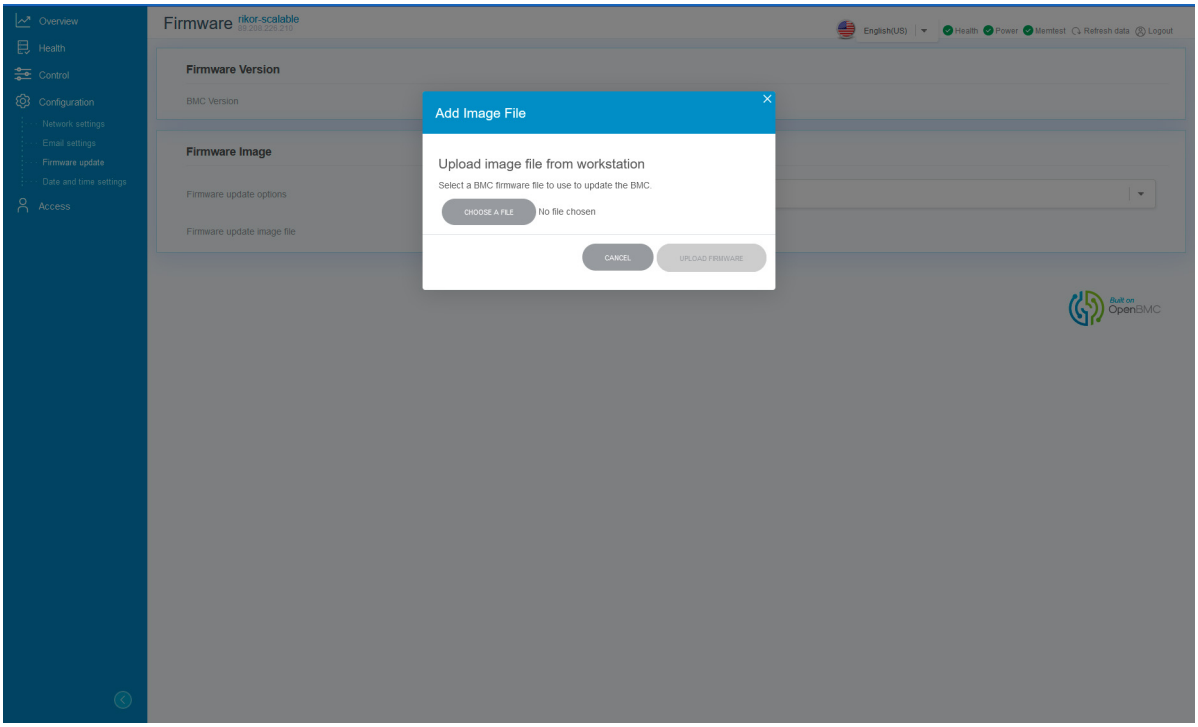

Рис. 82. Окно добавления новой прошивки
3) В появившемся окне нажмите на кнопку «CHOOSE A FILE». Окно показано на рис. 82 Окно добавления новой прошивки